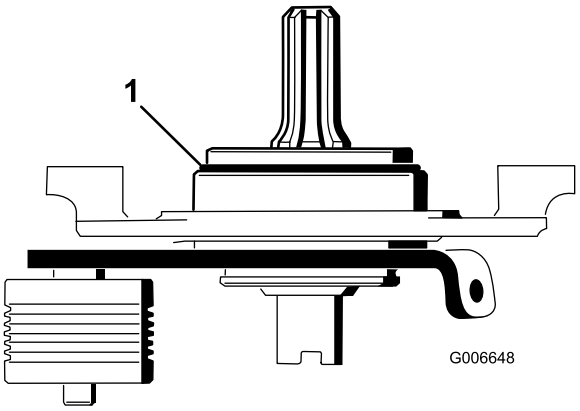

Figur 23
22. Bruk en 3/8 16-tapp til å fjerne malingen i de ytre monteringshullene på både venstre og høyre sideplate (Figur 23).
Viktig: Pass på at O-ringen er riktig plassert på svingnavet (Figur 23).